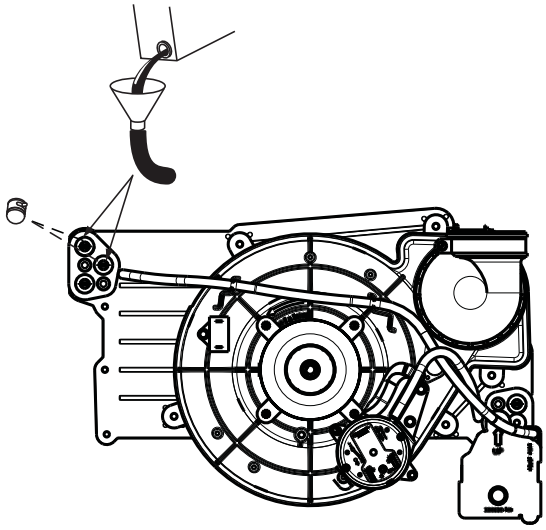

Fig. 63 - Priming Condensate Trap
4. Remove the top unused rubber plug from the port on the collector box opposite the condensate trap. See Fig 63.
9. Remove the middle unused rubber plug from the port on the collector box opposite the condensate trap. See Fig. 63.